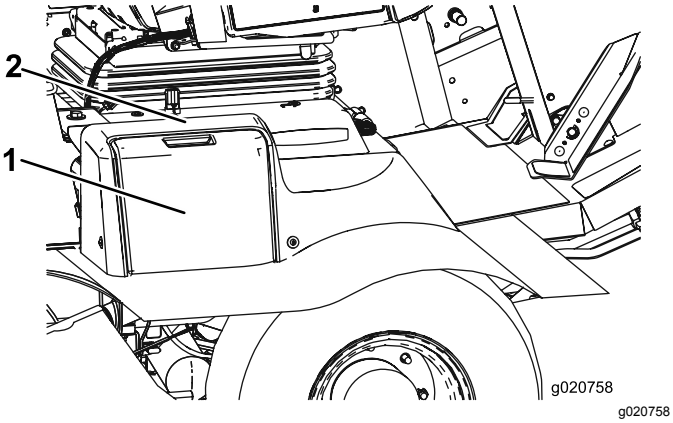

Figur 80
1. Öppna batterikåpan (Figur 80) på sidan av höljet.
Obs: Tryck ned den plana ytan ovanför batterikåpan för att göra det enklare att ta bort kåpan (Figur 80).